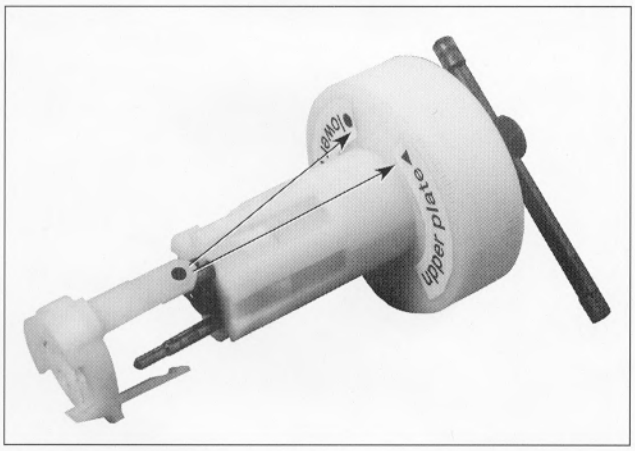

Fig. M3
• Align the upper cylinder removal tool's reference element with the ∇ symbol (Fig. M3) to remove the upper cylinder's upper clamping plate (short pins).
• Pull the Upper Cylinder Removal Tool's reference element and align it with the O for the removal of the upper cylinder's lower clamping plate (long pins; see fig. M3).